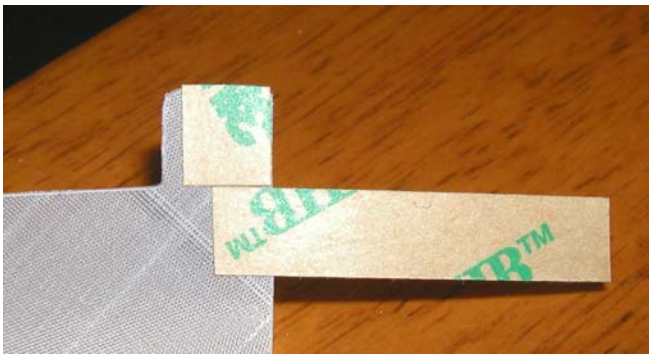

Figure 3: Small piece of tape next to first piece (first piece has been trimmed off). The absence of tape will create the pocket for the bow spar.
7. Apply small piece of ¼" tape right next to the first piece, as per Figure 3